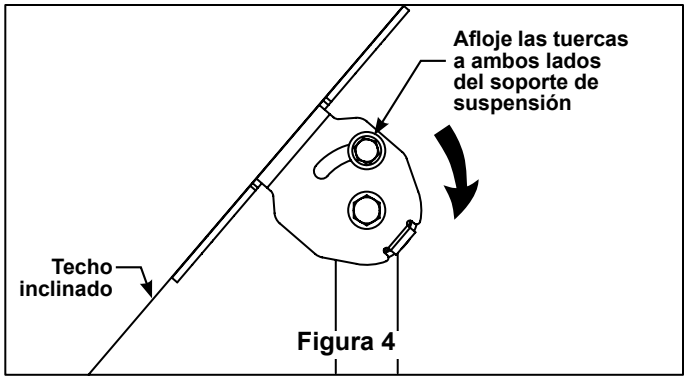

Figura 4
4. (Opcional) Instalación en techo inclinado (Figura 4): Afloje dos tuercas que se encuentran a ambos lados del soporte de suspensión para colocar el barral en posición vertical.